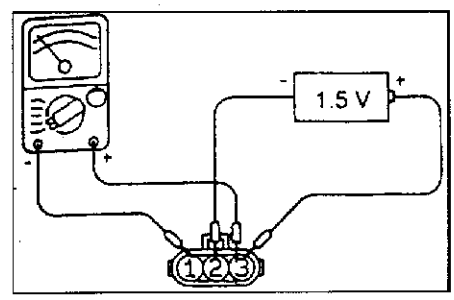

图 2－6－4
(2)测量电阻，如图 2－6－5 所示。极限值：最大 22kΩ。